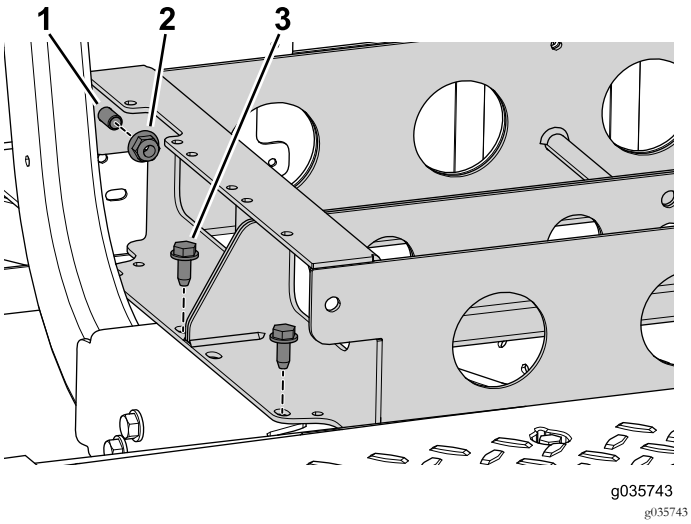

Figuur 59
6. Verwijder de 4 bouten waarmee de accubak is bevestigd aan de machine (Figuur 59).
7. Verwijder de 2 flensmoeren, maar niet de 2 bouten, waarmee de voorste en achterste accubak verbonden zijn (Figuur 59).